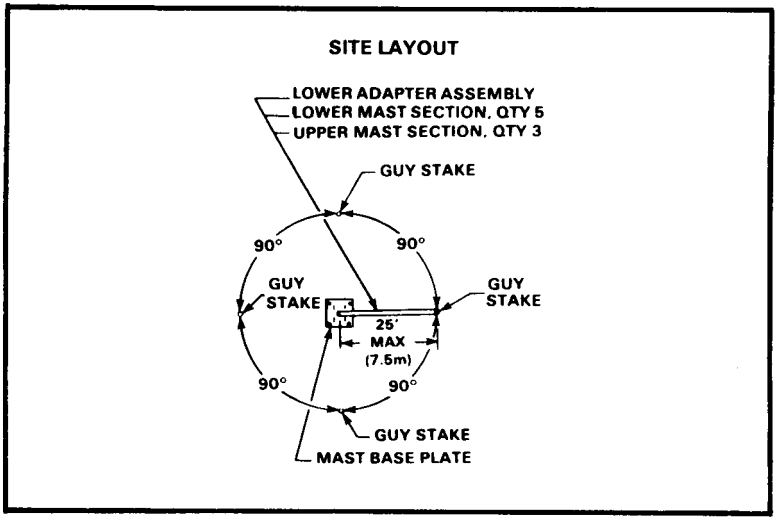

Figure 3-3. Positioning guy stakes.
b. Drive the stake of the mast and base assembly (Figures 3-3 and 3-4) through the center hole of the base plate with the hammer.
g. Walk the assembled mast around the mast and base assembly. Drive the guy stakes as shown in Figures 3-3 and 3-4.
h. Return the mast and base assembly to the alignment shown in Figure 3-3.